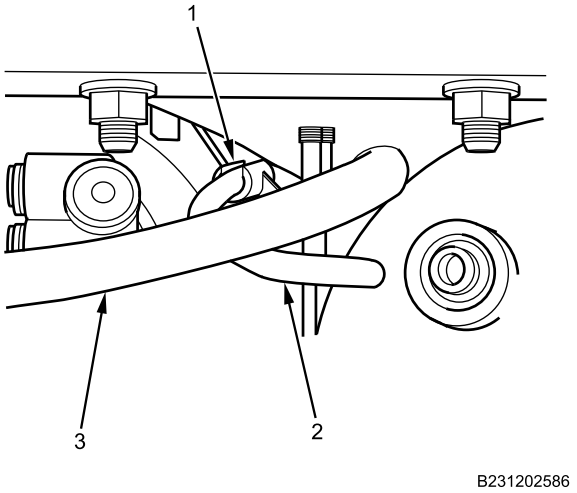

Figure 17. Secondary and Supply Tank Air Lines.
8. Connect supply-to-secondary tank small ORANGE air line (Figure 17, Item 2) on air line support (Figure 17, Item 1).